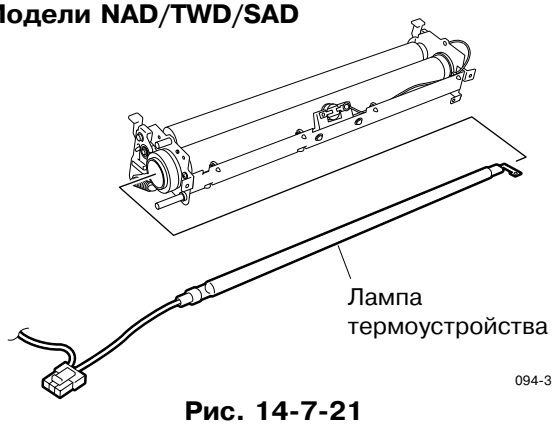

Рис. 14-7-21
9. Снимите лампу термоустройства. (См.Рис.14-7-21 и 14-7-22)